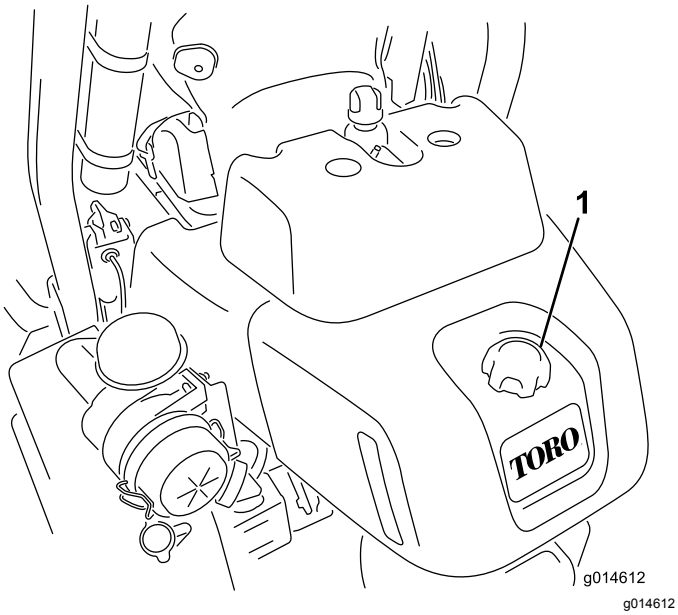

Rysunek 29
1. Oczyść okolice korka zbiornika paliwa (Rysunek 29).